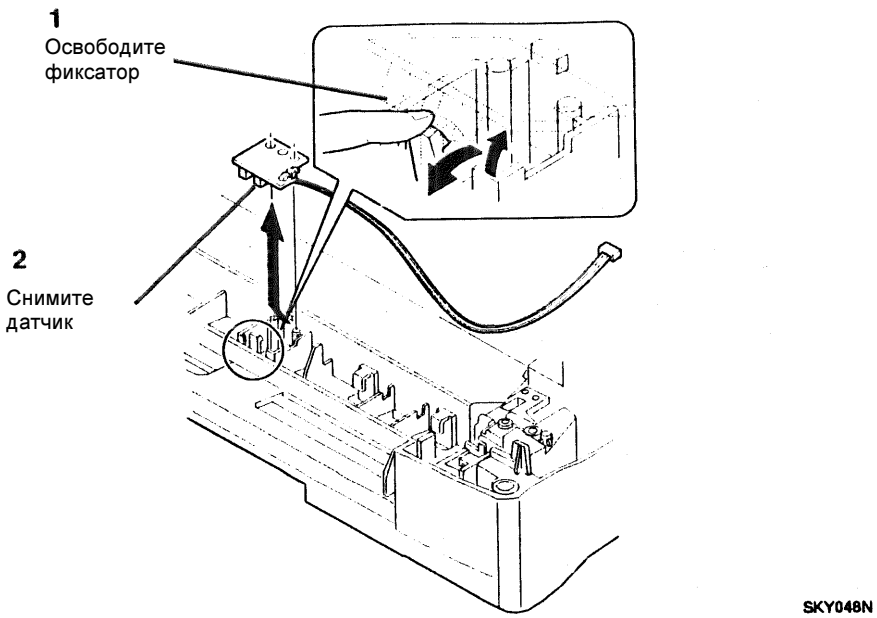

Рисунок 2. Снятие датчика подачи из обходного лотка
3. (Рисунок 2): Снимите датчик подачи из обходного лотка.